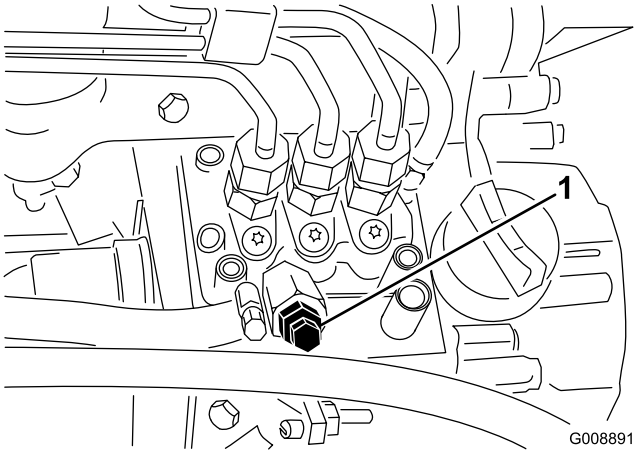

Figuur 25
3. Draai de ontluchtschroef op de brandstofinjectie-pomp open (Figuur 25).